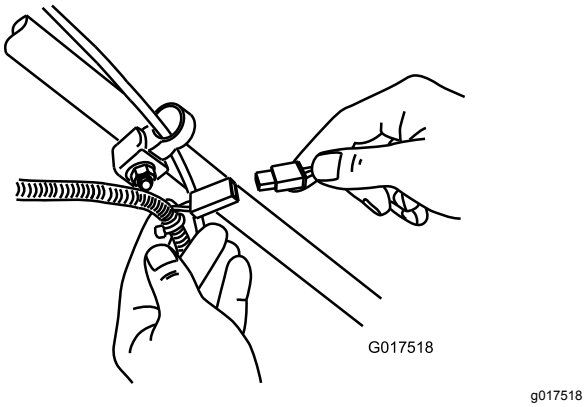

Figur 34
1. Slut opladeren til ledningsnettet neden for tændingsnøglen (Figur 34).